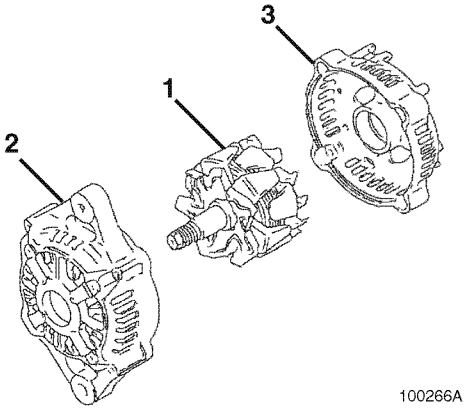

Figure 12-14
4. Lubricate the shaft of the rotor assembly **(Figure 12-14, (1))**. Press the rotor assembly into the front frame housing **(Figure 12-14, (2))** and rear frame housing **(Figure 12-14, (3))**.